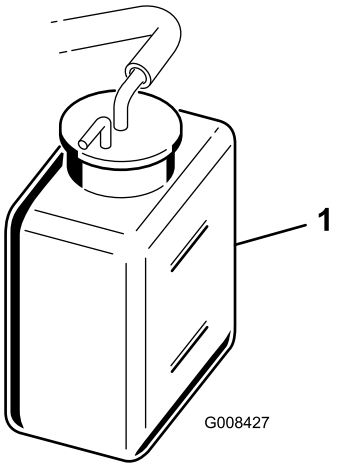

Figuur 28
2. Controleer het koelvloeistofpeil (Figuur 28). Het peil moet tussen de lijnen op de reservetank staan als de motor koud is.